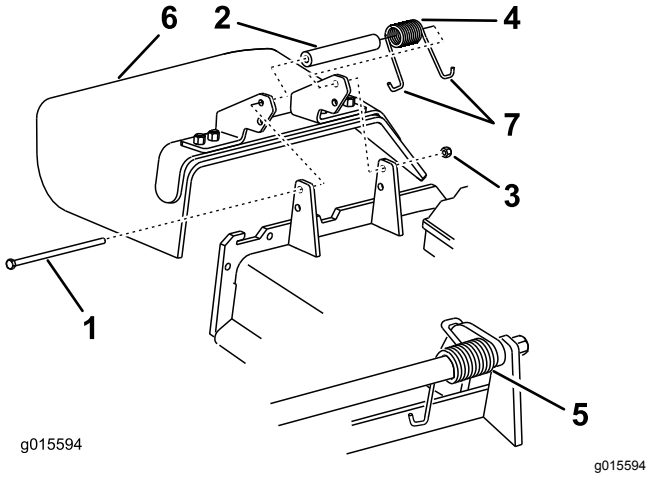

**Figur 108**
1. Ta bort låsmuttern, skruven, fjädern och distansbrickan som håller fast gräsriktaren på tappfästena (Figur 108).
2. Demontera den skadade eller slitna gräsriktaren (Figur 108).
**Obs:** Se till att fjäderns J-formade ände sitter bakom däckkanten innan du monterar bulten enligt Figur 108.
6. Placera fjäderns J-formade ände runt gräsriktaren (Figur 108).